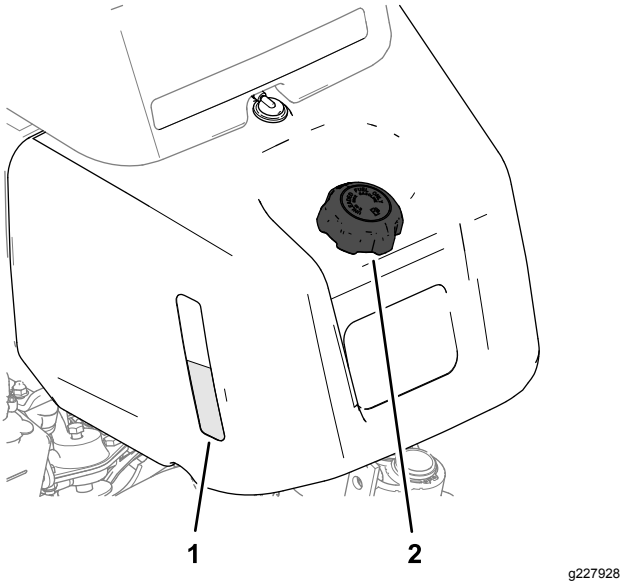
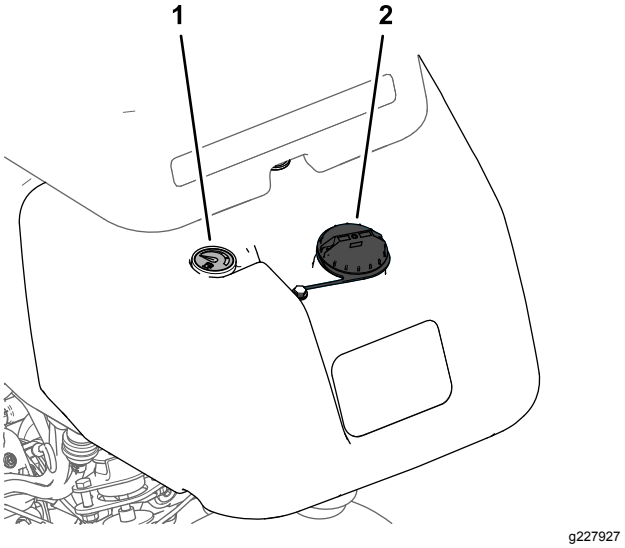

Rysunek 21
Rysunek 22
1. Oczyść obszar wokół korka wlewu paliwa i odkręć korek (Rysunek 21 lub Rysunek 22).